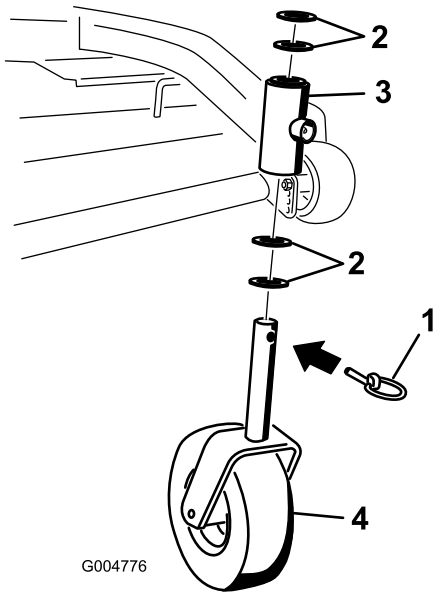

Figur 37
2. Ta bort låspinnen och distansbrickan/-brickorna från hjulgaffelns ovansida (Figur 37).
6. Undersök om hjulgaffeln är sliten och byt ut den vid behov (Figur 37).
7. Skjut hjulgaffeln genom bussningarna i monteringsröret. Sätt tillbaka distansbrickan/-brickorna på gaffeln och fäst med fästringen (Figur 37).